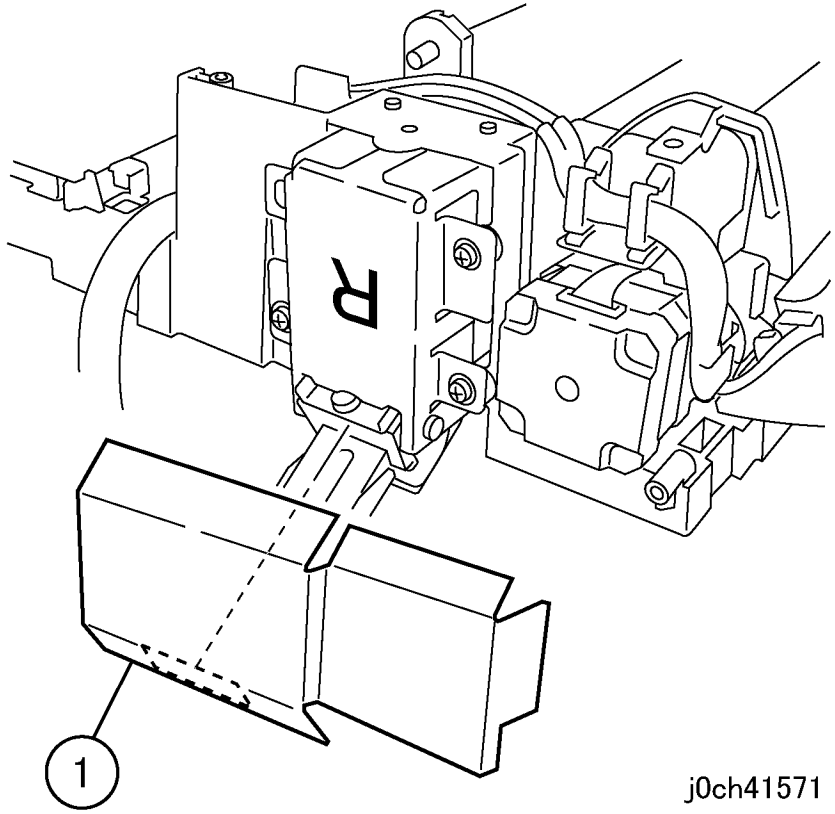

Рисунок 1 Снятие пленочной крышки (j0ch41571)
4. Снимите пленочную крышку (рисунок 1).